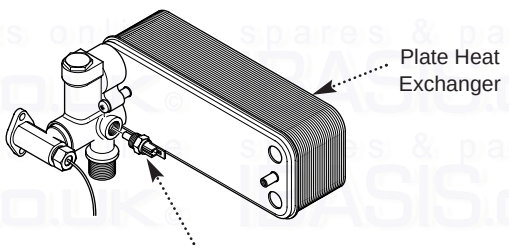

Fig. 53a
12.11 DHW Temperature Sensor (Fig. 53a)